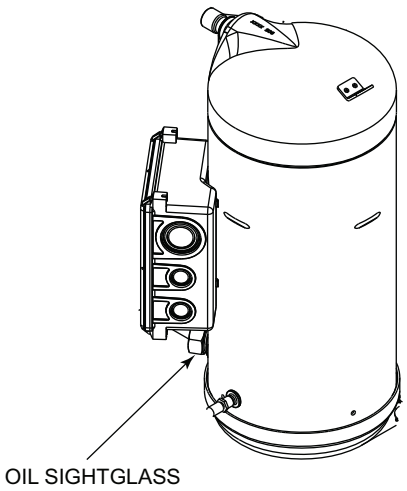

Fig. 27 — Sight Glass Location
5. Oil should be visible in the compressor sight glass(es). See Fig. 27. An acceptable oil level in the compressors is from $^1/_8$ to $^3/_8$ of sight glass when the compressors are off. Adjust the oil level as required. See Oil Charge section on page 49 for Carrier approved oils.